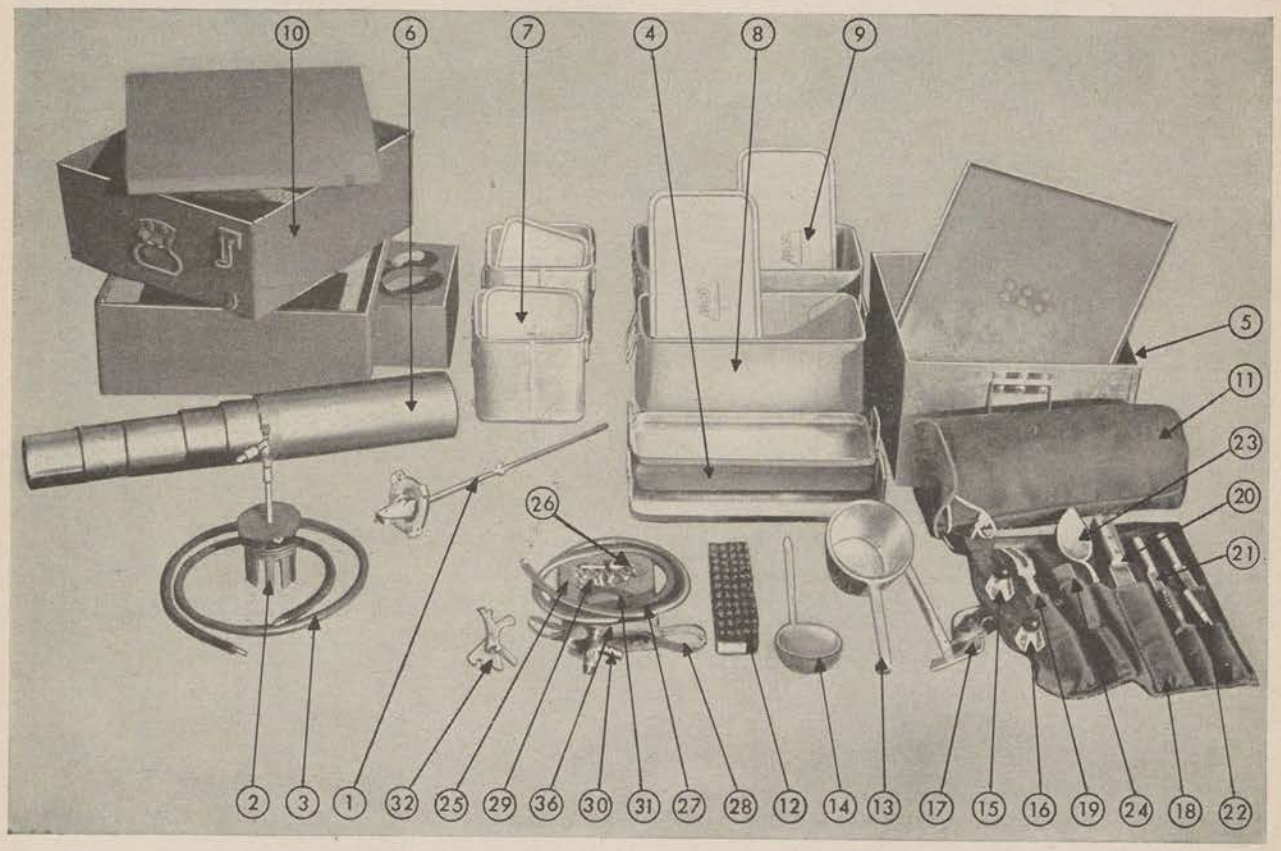

Figure 22. Components and utensils, outfit, cooking, small detachment (64–O–270).
Following is a list of the component parts (see fig. 22) of the outfit, cooking, small detachment:
a. Place the lower section of the stove on the ground and lock the windshield to it. If the stove is used on a wooden floor, place it on stones or on a bed of sand or dirt. To facilitate frying operations (see fig. 22), one side of the windshield folds down. The stove can be assembled so that this folding side is on either the burner side or the